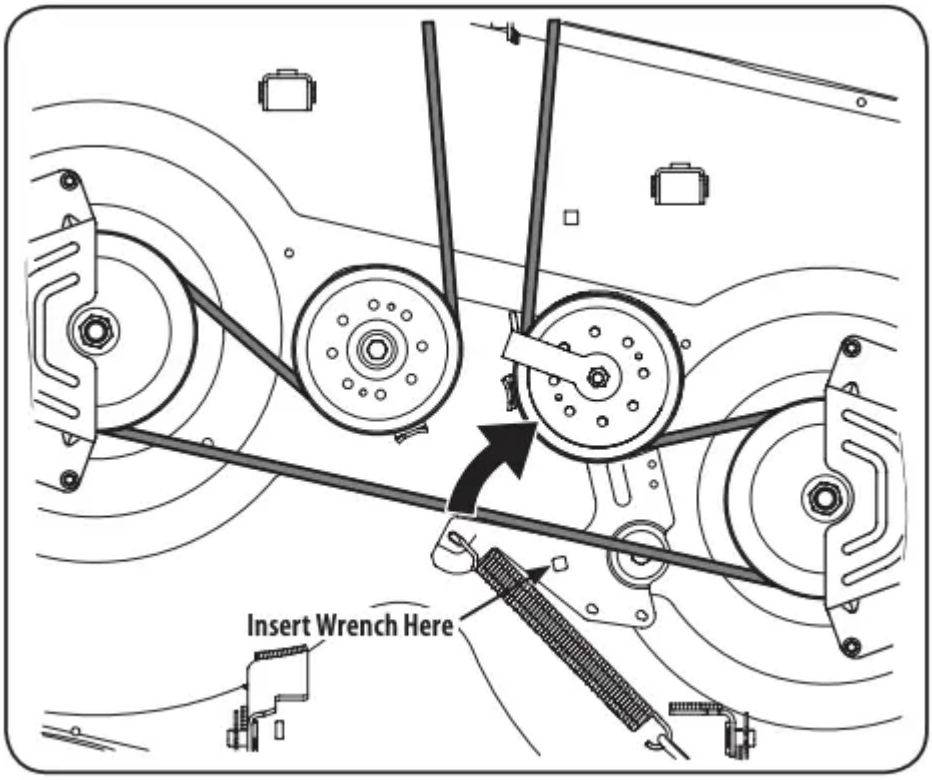

Figure 27
- c. Working on the right side of the tractor, insert a 3⁄8” drive ratchet wrench, set to tighten, into square hole found on the idler bracket. See Figure 27.